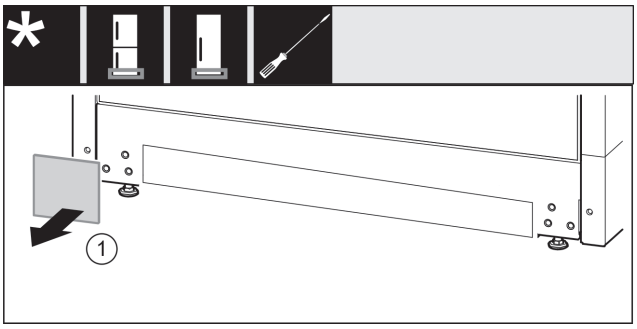

Fig. 47
- ▶ Abdeckung *Fig. 47 (1)* abnehmen.